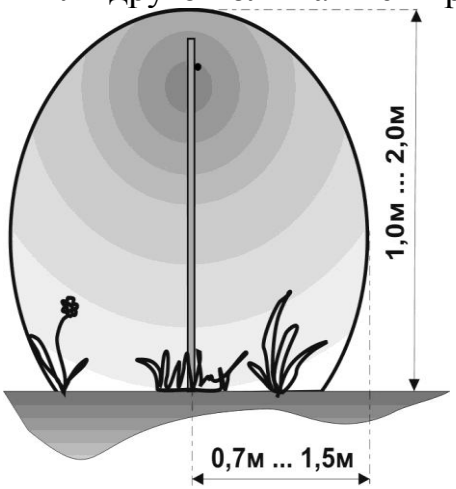

Рис. 4.1
4.3 При монтаже на открытой местности (см. рис. 4.1), когда ЗО формируется вдоль поверхности земли, ВП располагается на высоте не более 1,8 м от поверхности земли, НП на 5…10 см вкапывается в землю, либо размещается на необходимой высоте. В качестве ВП должен быть использован медесодержащий провод, обладающий достаточной прочностью и стойкостью, например, типа П-274 или неизолированный биметаллический, например, БСМ-1. НП может быть типа П-274 или другой медесодержащий, обладающий достаточными прочностью, стойкостью и изоляционными свойствами. При размещении НП на диэлектрических консолях, т. е. при отсутствии непосредственного контакта с землей или заграждением, он как и ВП может не иметь изоляционного покрытия. Допускается изготовление ЧЭ из провода типа П-274 путем развивки.